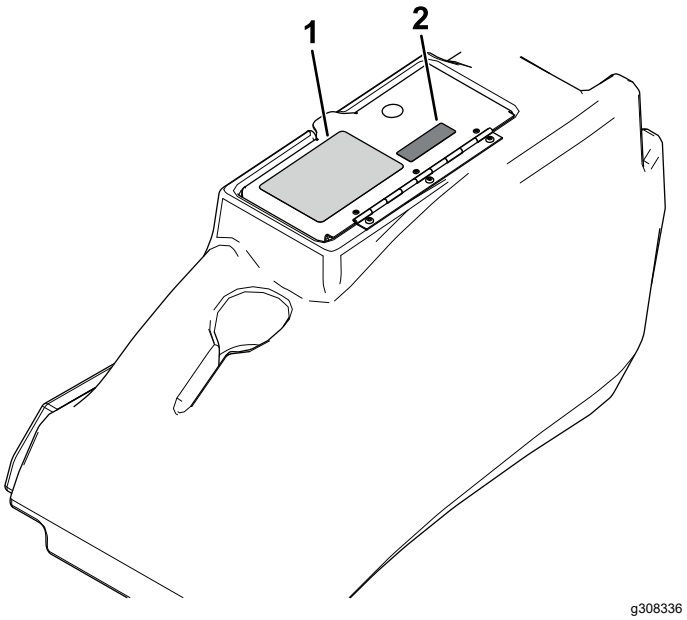

Bild 11
17. Bringen Sie den Aufkleber des Neigungssensors neben dem Aufkleber der Maschinenstabilität auf dem Deckel der Aufbewahrungsgondel an (Bild 11).